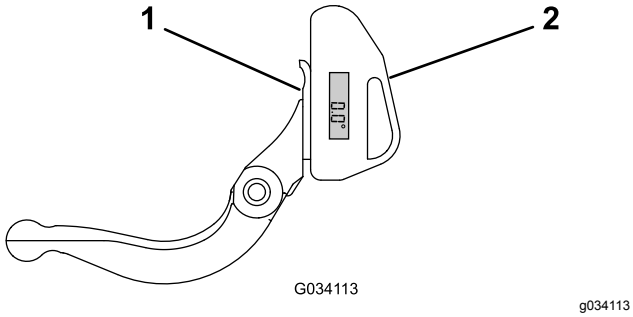

Rysunek 27
1. Umieść wskaźnik nachylenia na dolnej powierzchni noża dolnego w sposób pokazany na Rysunek 27.